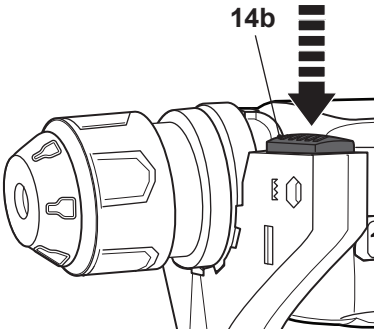

Fig. 4
> Pode ajustar a profundidade de perfuração com o limitador de profundidade (2). Pressione a braçadeira de abertura rápida (14b) e mantenha-a nesta posição (Fig. 4)